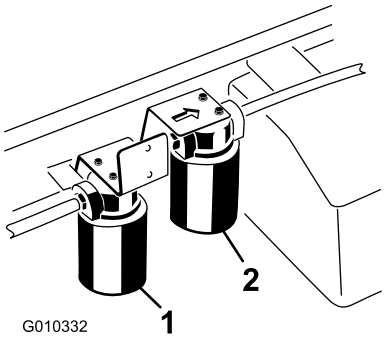

Figura 79
2. Limpe a área em torno da superfície de montagem do filtro. Coloque um recipiente de escoamento debaixo do filtro e retire o filtro (Figura 79).
1. Limpe a zona em torno da montagem do filtro de alto fluxo (Figura 79). Coloque um recipiente de escoamento debaixo do filtro e retire o filtro.